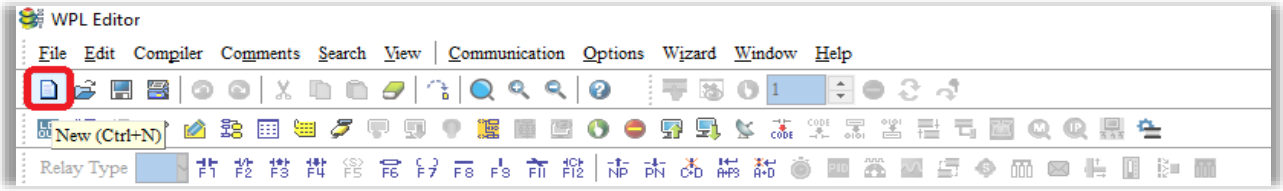

Figure 15-4
Step 3. Click on the button on the toolbar: **New (Ctrl+N)** to open a new file, as Figure 15-4 shows.